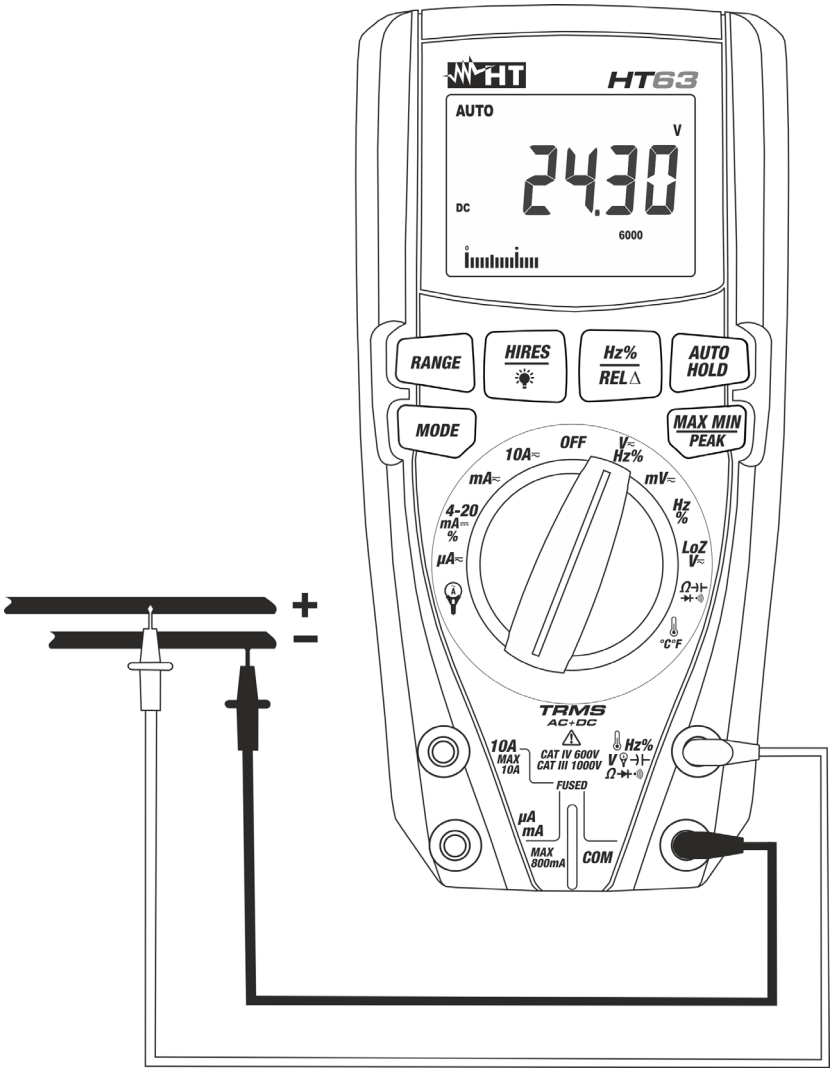
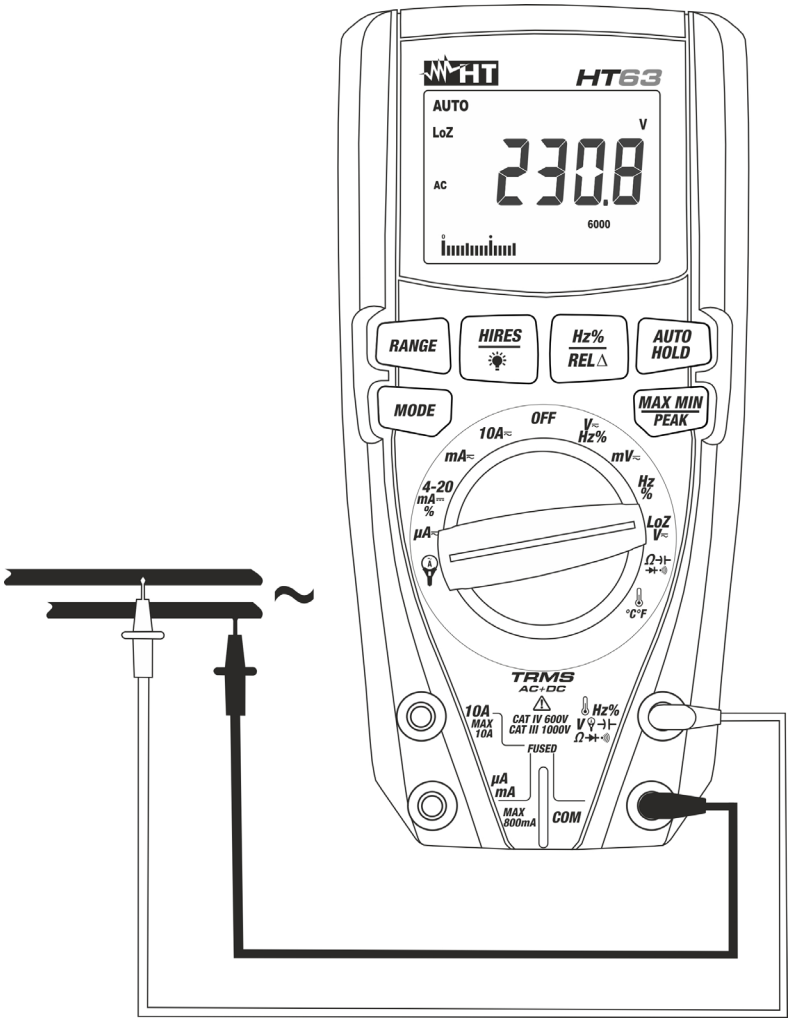

Fig. 2: Mesure de Tension DC
Fig. 4: Mesure de Tension AC/DC à basse impédance (LoZ)
3. Positionner l'embout rouge et l'embout noir respectivement dans les points à potentiel positif et négatif du circuit sous test (voir la Fig. 2). La valeur de tension apparaît à l'écran
5. L'affichage du symbole « **-** » sur l'écran de l'instrument indique que la tension a une direction opposée par rapport à la connexion de Fig. 2.
4. Positionner l'embout rouge et l'embout noir sur les points désirés du circuit sous test (voir Fig. 4) pour mesure de tension AC ou respectivement dans les points à potentiel positif et négatif du circuit sous test (voir la Fig. 2) pou mesure de tension DC. La valeur de tension apparaît à l'écran
6. L'affichage du symbole "**-**" sur l'écran de l'instrument indique que la tension a une direction opposée par rapport à la connexion de la Fig. 2